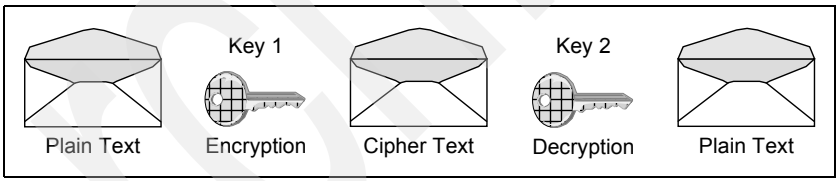

Figure 2-3 Public key cryptography
With public key cryptography, there are different keys for encrypting and decrypting functions. In Figure 2-3, something encrypted with key 1 can only be decrypted with key 2.